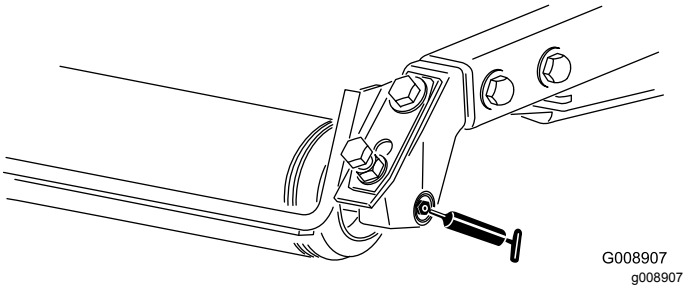

Figur 52
- Bagrullelejer (2 pr. klippeenhed) (Figur 52)